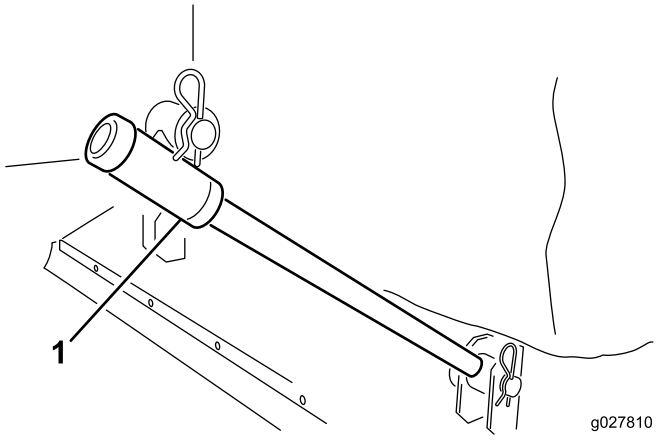

Figura 2
2. Deslize os braços de reboque para os pinos da estrutura. Fixe cada braço de reboque ao pino da estrutura com uma anilha e um contrapino (Figura 2).